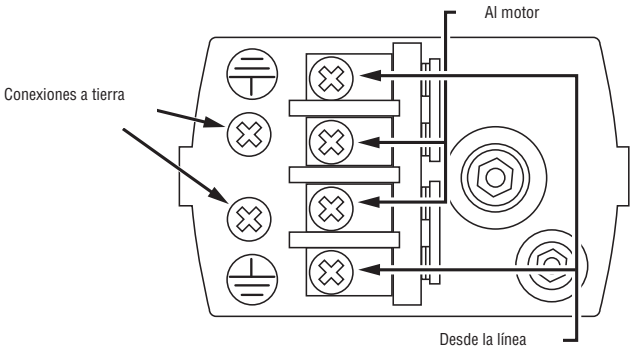

Figura 8 - Conectar los cables de suministro de energía al manóstato, según se ilustra.
2. Conecte los cables de alimentación y de puesta a tierra al manóstato según se indica vea Figura 8.
1. Conecte el alambre de puesta a tierra primero según se ilustra en la Figura 8. El alambre de puesta a tierra debe ser un alambre de cobre sólido por lo menos tan grande como los alambres de suministro de corriente.
4. Conecte los alambres de suministro de corriente al conmutador de presión según se ilustra en la Figura 8.